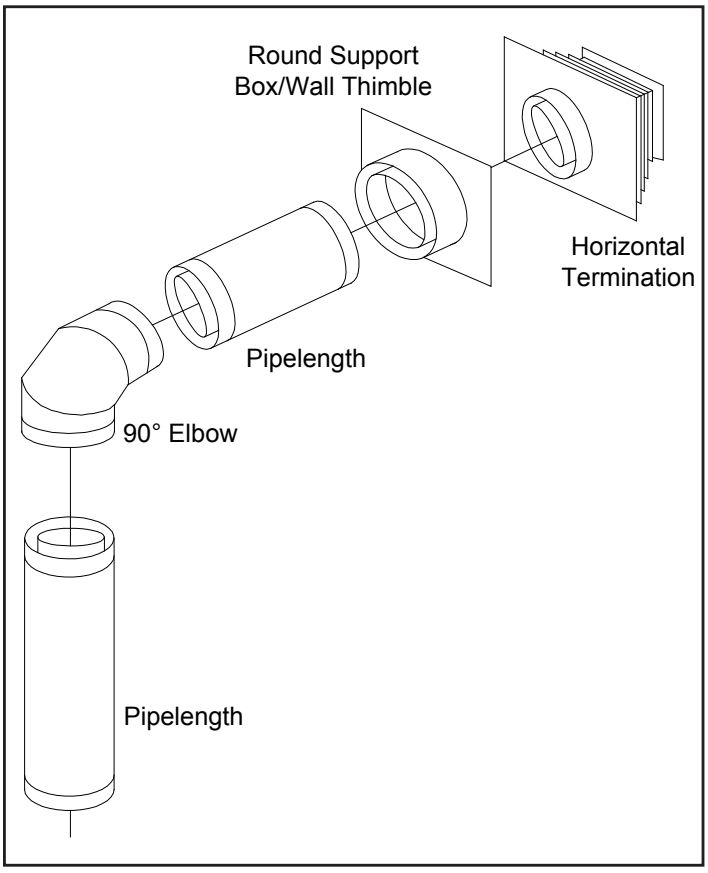

Figure 20 Common Horizontal Installation.
There are three (3) basic types of Direct Vent System installations. The three (3) types of installations are shown in Figures 20 through 22.